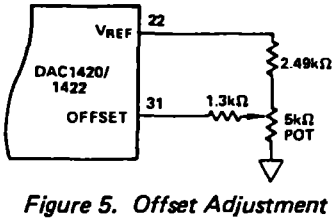

*Figure 5. Offset Adjustment Circuit*
[1] Both offset and span error are adjustable to zero. See Figures 5 and 6 for details.
**OFFSET ADJUSTMENT (Figure 5)**
The DAC1420/1422 are factory trimmed for offset to within ±0.2% FSR (2LSB's). For this performance, leave the offset pin (pin 31) unconnected. If potentiometer trimming is required, the circuit in Figure 5 will provide approximately ±10% offset adjustment. For greater adjustment resolution, increase the resistor in series with pin 31.